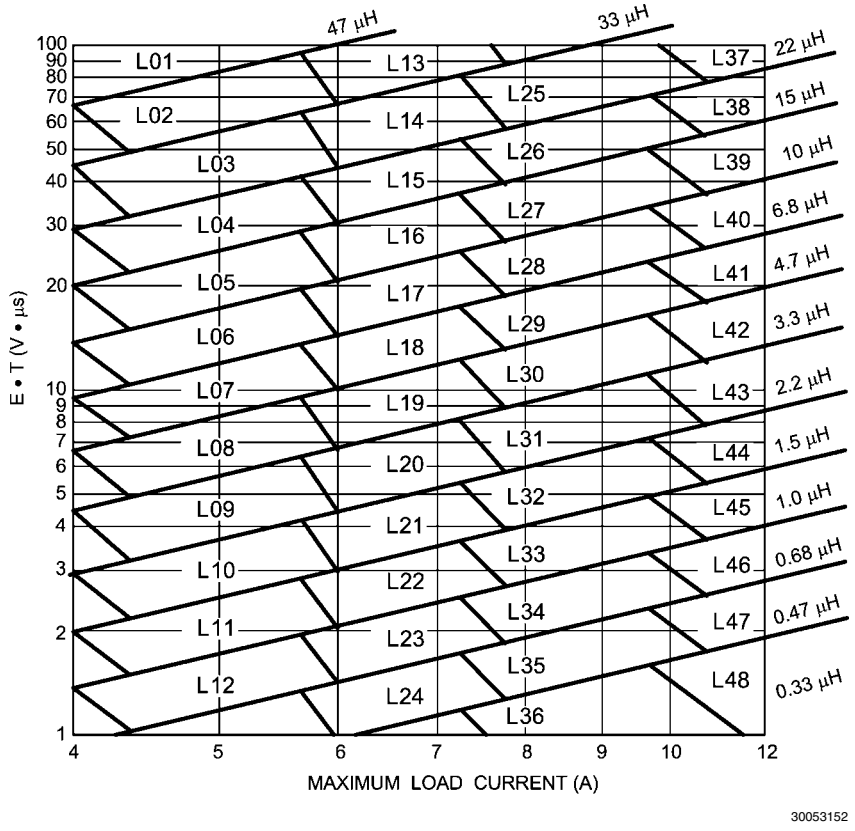

FIGURE 2. Inductor Nomograph
4. Determine Inductor Required Using *Figure 2*
To use the nomograph in *Figure 2*, calculate the inductor volt-microsecond constant ET from the following formula: